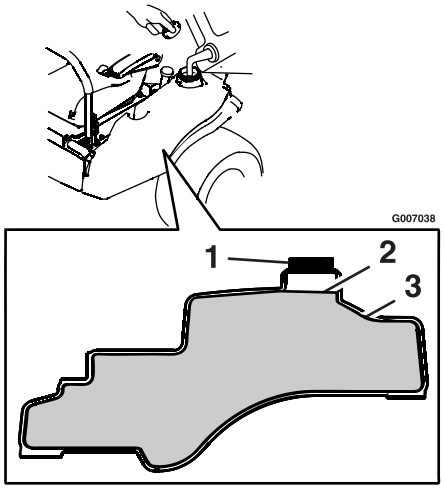

Figuur 8
3. Vul de brandstoftank bij met benzine tot aan de onderkant van de vulbuis van de tank (Figuur 8). Deze ruimte in de vulbuis van de tank geeft benzine de kans om uit te zetten. Vul de brandstoftank niet helemaal vol.